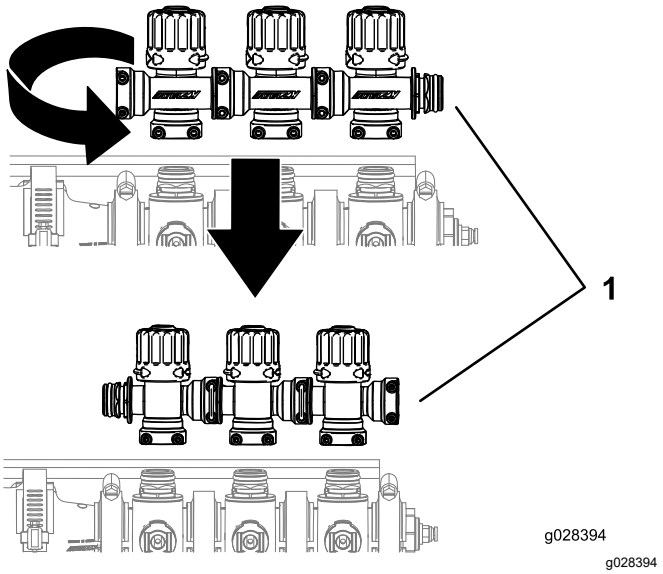

Figura 15
5. Ruotare il gruppo valvole di bypass della barra di 180 gradi come illustrato nella Figura 15.